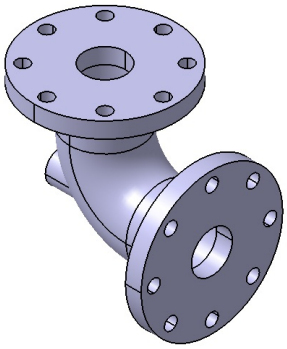

Figure 9-97 *The final model*
d. Create the remaining features, refer to Figure 9-97.
in the previous step. The final solid model is shown in Figure 9-97.